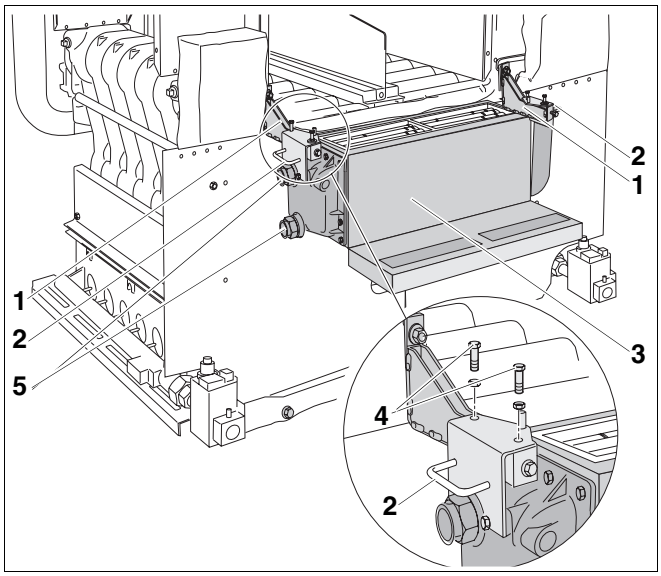

Afb. 48 Condensatie-eenheid ophangen
- Draai de beide stelschroeven (afb. 48, **pos. 4**) ca. tot aan de helft in de bovenzijde van de draaggrepen (afb. 48, **pos. 2**).
- Hef de condensatie-eenheid (afb. 48, **pos. 3**) met twee personen aan de draaggrepen (afb. 48, **pos. 2**) op en hang ze met de stelschroeven op de houders (afb. 48, **pos. 1**).
- Verwijder de afsluitstop van de inlegstukken uit de aansluitingen van de condensatie-eenheid (afb. 48, **pos. 5**).